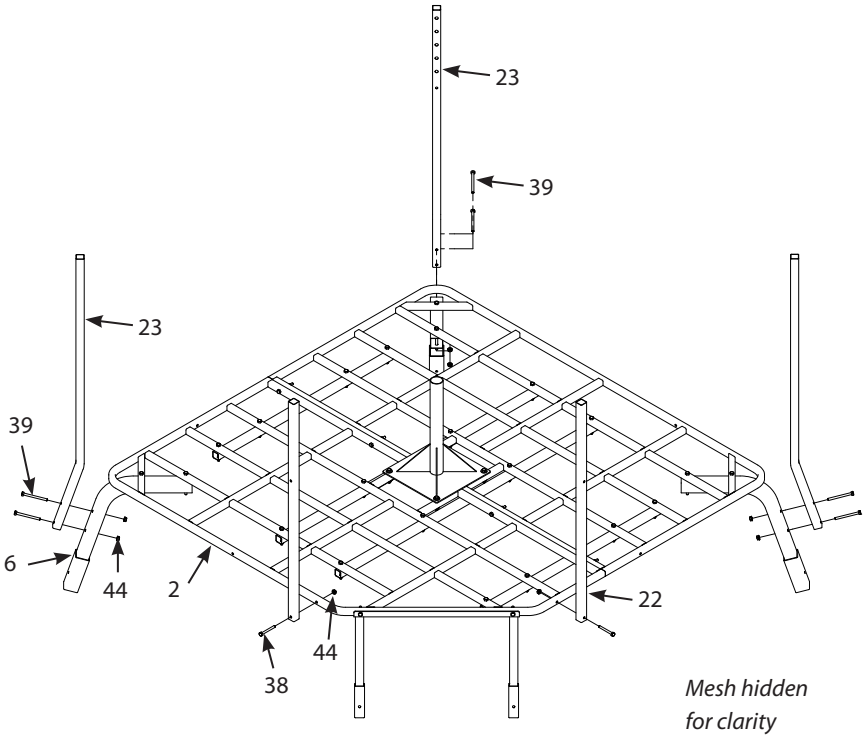

FIGURE 6
6. Attach the three vertical corner supports (23) to the leg-to-platform attachment parts (6) using two 1/4-20 X 3 IN bolts (39) and 1/4-20 nuts (44) for each support. **SEE FIGURE 6.**
Attach the two vertical entry supports (22) to the front platform (2) using one 1/4-20 X 2-1/4 IN bolt (38) and 1/4-20 nut (44) for each support. **SEE FIGURE 6.**